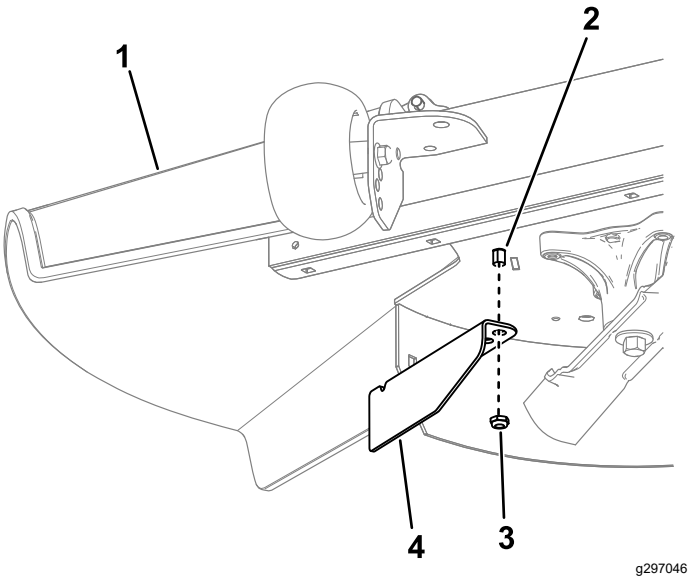

Figura 15
10. Remova a porca da barra do defletor de relva debaixo da plataforma do cortador (Figura 15).
11. Utilize a porca para instalar o abafador de corte na barra do defletor de relva, utilizando o furo exterior no abafador (Figura 15).